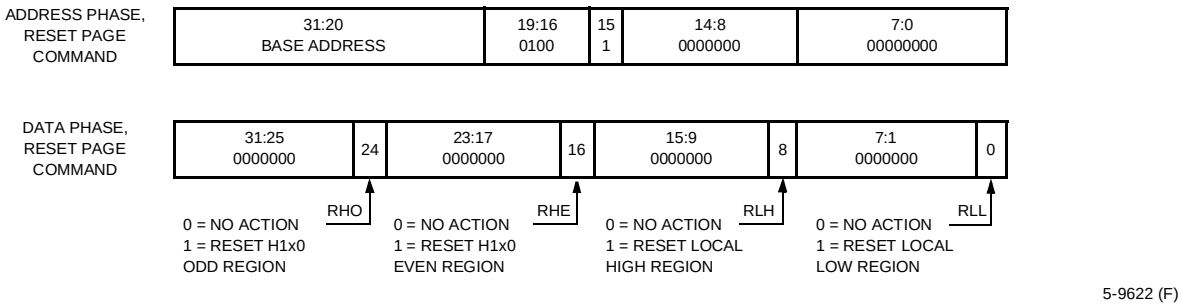
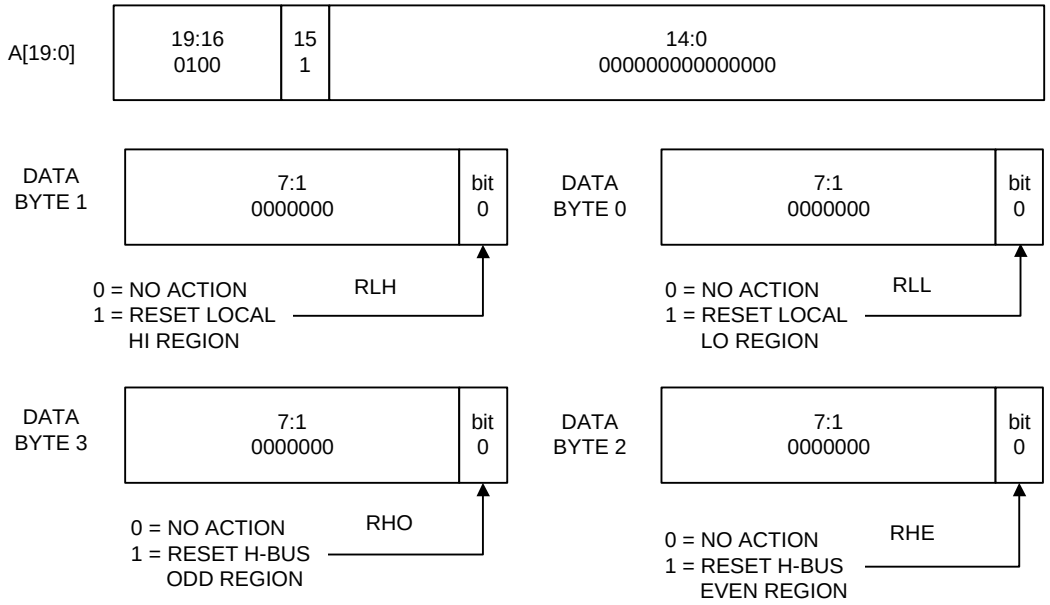

Figure 35. PCI Programming—Reset Page Command
Figure 42. Microprocessor Programming—Reset Page Command
- RESET PAGE— resets any (up to all four) connection memory region. Address bit 15 determines whether or not it's a reset page command. The reset page command relies on a valid internal chip clock and loops through all addresses within the connection memory region, resetting the VALID bit field. The reset page command must be presented as a PCI memory WRITE command; refer to Figure 35.
- RESET PAGE resets any (up to all four) connection memory region (see Figure 42 on page 141). Address bit 15 determines whether or not it's a reset page command. The reset page command relies on a valid internal chip clock and loops through all addresses within the connection memory region, resetting the VALID bit field. The RESET PAGE command is presented as either two microprocessor WORD writes, or four microprocessor BYTE writes, see Table 110.
Each of these connection memory pages are initialized at reset (valid bit entries are reset to invalid). Additionally, each page may be initialized individually via software command, RESET PAGE (refer to Figure 35 on page 136 and Figure 42 on page 141).